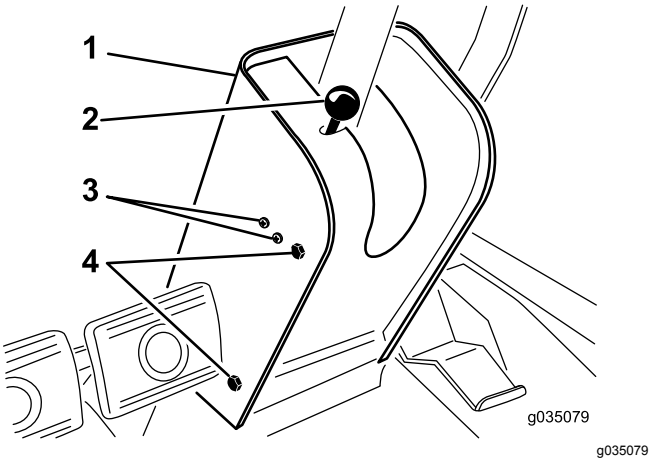

Figur 72
2. Fjern knappen fra stangen til parkeringsbremsen og skruerne fra ratstammekappen (Figur 72).
4. Løsn de skruer og møtrikker, der fastgør kontakten til parkeringsbremsen i venstre side af ratstammen (Figur 72).